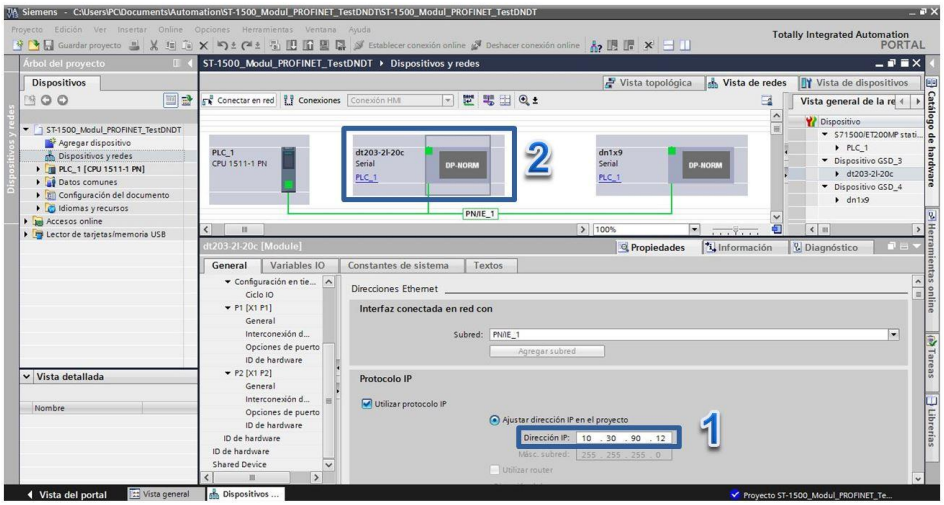

Fig. 9 Definir la connexión de los visualizadores con el PLC
En la ventana de “***Carga avanzada***”, seleccionar la tarjeta de red del ordenador en el campo “***Interfaz PG/PC***” (3) y establecer en el campo “***Conexión con interfaz/subred***” (4) el identificador de la red Profinet (PN/IE_1en este ejemplo, ver Fig. 9).